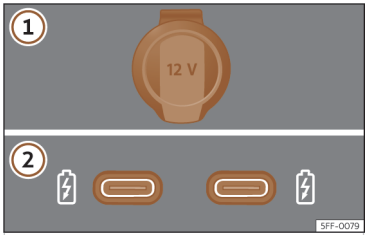

Abb. 163 12-Volt-Steckdosen im Fahrzeug
>>> **(Abb. 163)**
Je nach Ausstattung und Land kann das Fahrzeug auch über USB-Anschlüsse mit **ausschließlicher Lade- oder Steckdosenfunktion** >>> **(Abb. 163)** ② verfügen.